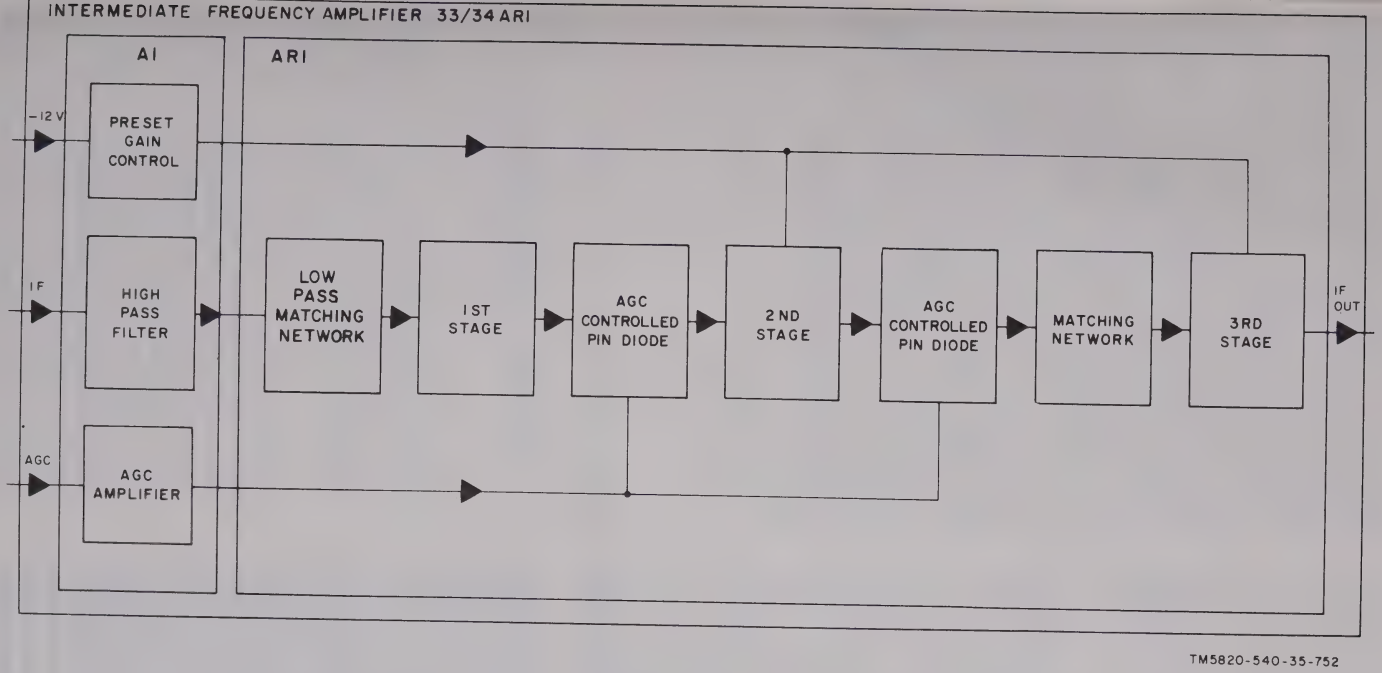

Figure 2–68. Intermediate frequency amplifier 33AR1 or 34AR1, block diagram.
b. Block Diagram Analysis (fig. 2–68). The 30-MHz IF signal from frequency mixer stage 33A7 or 34A7, at a level ranging from —35 to —75 dbm (depending upon the received signal strength), is fed into the high-pass filter, part of amplifier-filter 33AR1A1 or 34AR1A1. The high-pass filter attenuates all signals below 30 MHz. The output of the high pass filter is fed to the first stage of the IF amplifier through a low pass matching network (part of 33/34AR1AR1). The low-pass matching network matches the output impedance of the high-pass filter to the input impedance of the first amplifier stage. The outputs of the first and second amplifer stages are controlled by agc-controlled PIN diodes. The input to these PIN diodes is current from the agc amplifier. The input to the agc amplifier is voltage from the receiver fixed head. A preset gain control provides a ±5 db adjustment of the overall gain.